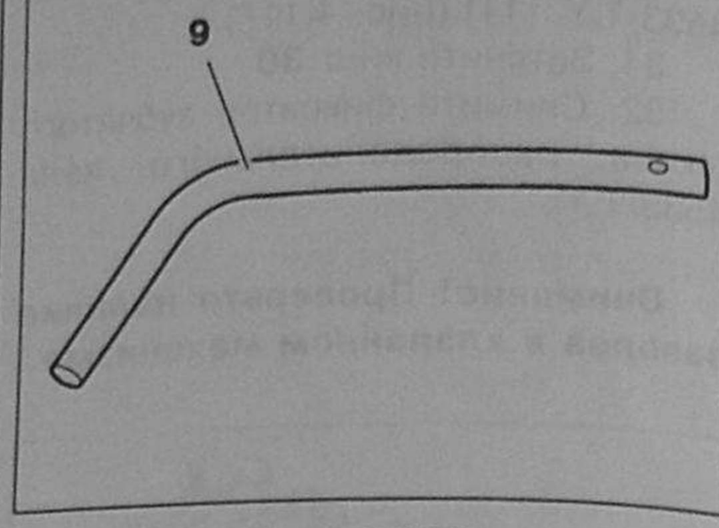
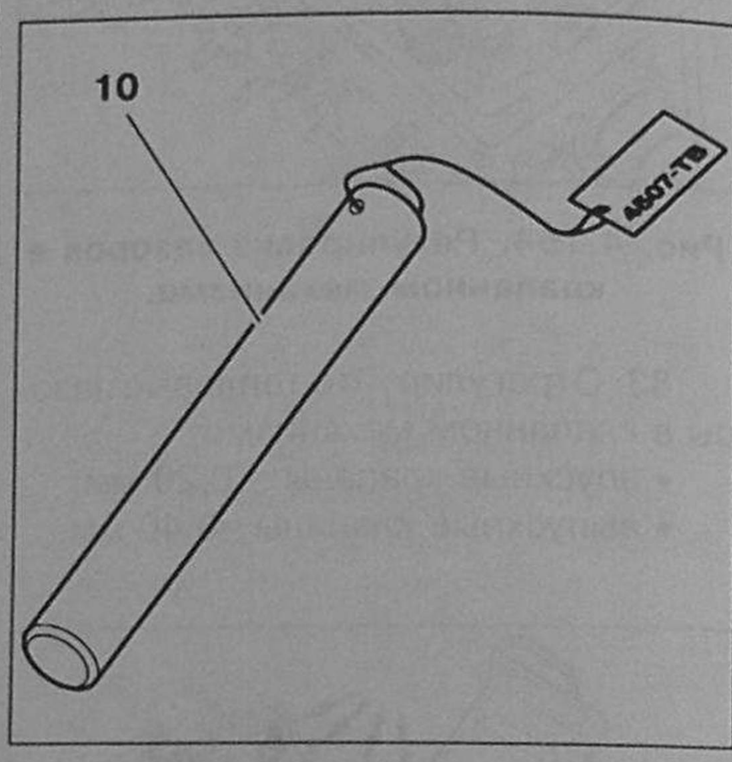

Рис. 4.166.
Рис. 4.167.
78. Снимите фиксатор зубчатого шкива распределительного вала 4507-T.B. [10] (рис. 4.167) и фиксатор маховика 4507-T.A. [9] (рис. 4.166).
85. Зафиксируйте маховик при помощи фиксатора маховика 4507-T.A. [9] (рис. 4.166).
86. Зафиксируйте зубчатый шкив распределительного вала при помощи фиксатора зубчатого шкива распределительного вала 4507-T.B. [10] (рис. 4.167).